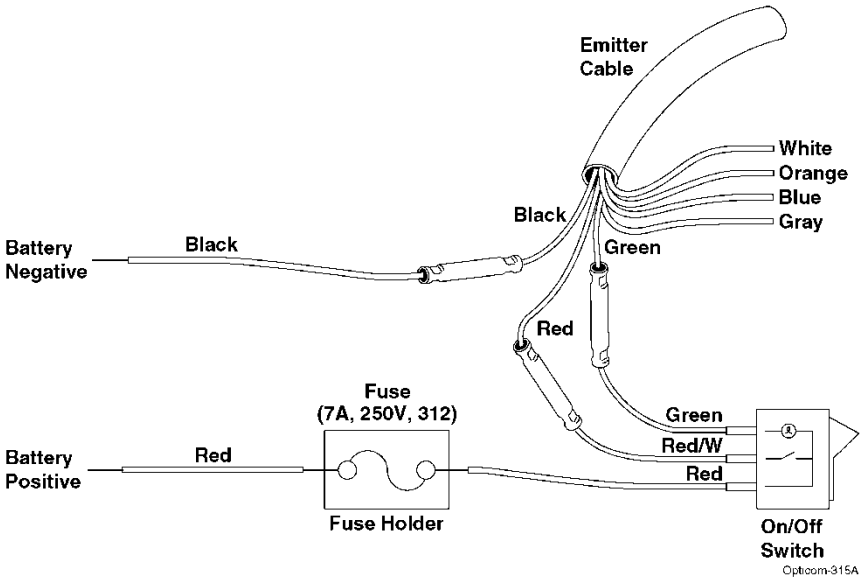

Figure 5-8. Model 793B On/Off Switch Wiring
- **Customer-supplied on/off switches must be rated at 24 VDC, 7 Ampere, 100,000 actuations, and must contain an internal indicator lamp (rated at +14 VDC). See Figure 5-8.**
4. Insert the black wire into one end of an insulated butt splice connector and crimp. Connect the other end of the connector to a customer-supplied black wire (16 AWG, long enough to connect to the battery negative terminal). See Figure 5-8.